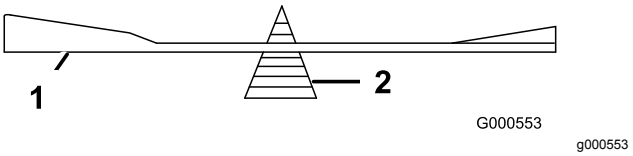

Rysunek 69
2. Sprawdź wyważenie ostrza, układając je na równoważniku ostrzy (Rysunek 69).